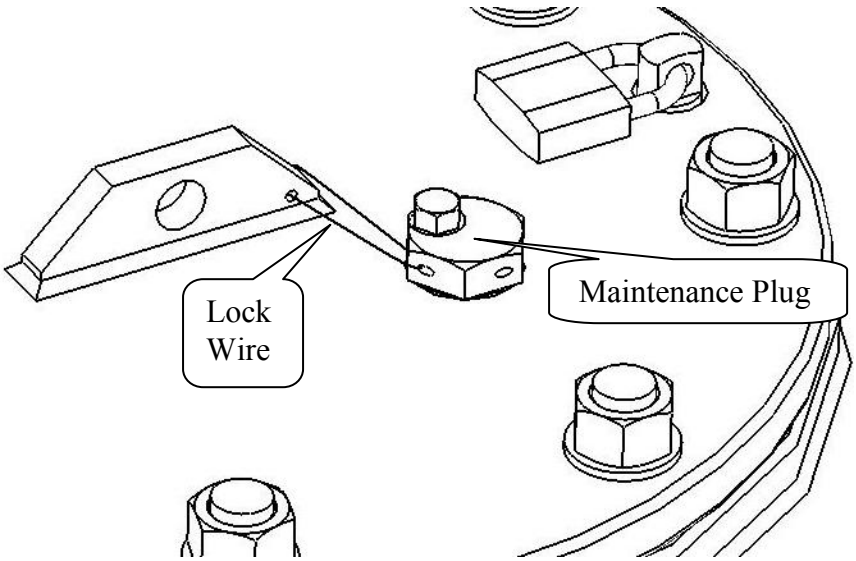

Figure 23: Closure leak-test point
- If a satisfactory result is obtained repeat entire process above for the lower plug and then for the closure maintenance plug (figure 23).